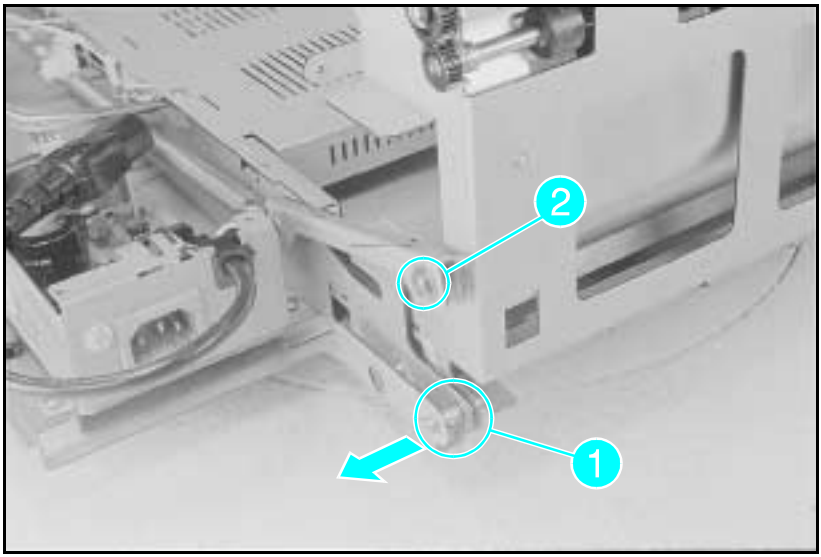

Figure A-23 Switchback Assembly Hinge Pins
1 Pull out the pin located on the Power PCA side (see Figure A-23, callout *1*).
2 Release the (1) E-clip on the upper pin near the retaining arm (see Figure A-23, callout *2*).